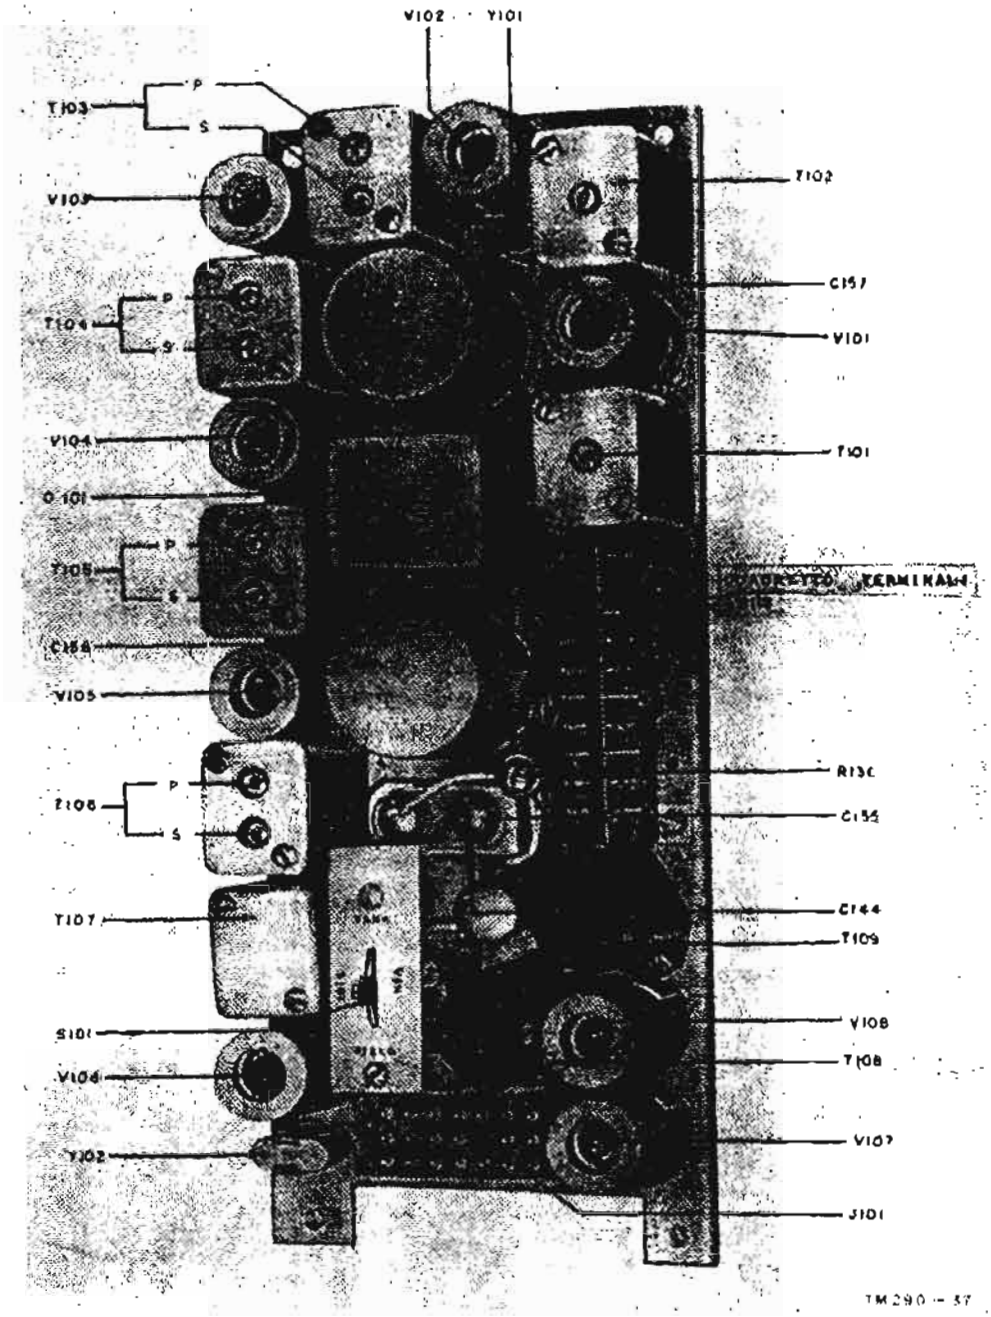
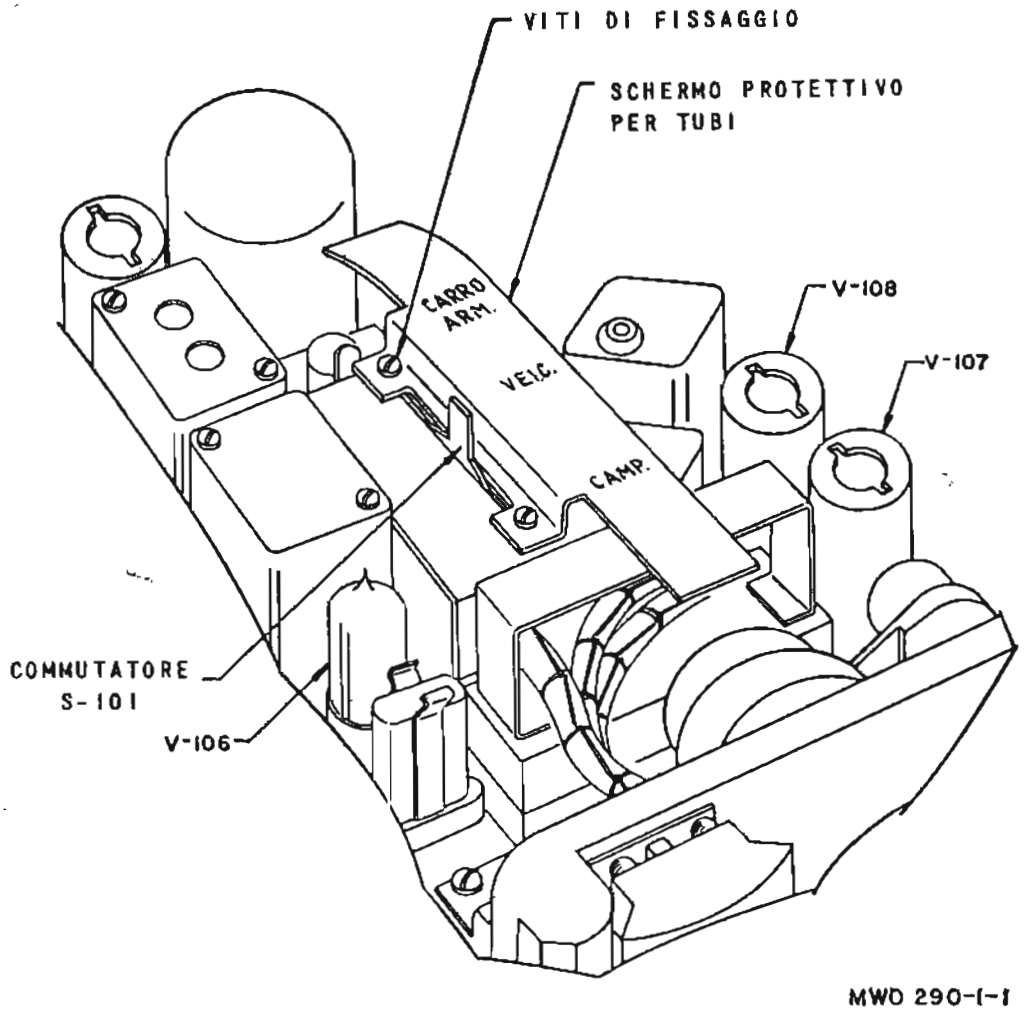

Fig. 43 - Rice-Trasmettitore RT-70(*)/GRC, fiancata dei componenti dello chassis FI.
FIG. 43.1 - Posizione dello schermo protettivo per tubi.
*a. Cofano esterno.* Per rimuovere il cofano esterno, allentare i quattro fermagli ai bordi del pannello frontale. Estrarre con cura il complesso pannello-telaio dal cofano, in modo da evitare che si rompano accidentalmente i tubi V-106, V-107 e V-108 (fig. 43 e 43.1). Se il telaio FI è stato modificato in base al MWO SIG 11-390-1 (par. 11), sui tubi suddetti è stato montato un apposito schermo protettivo (fig. 43.1). Fare attenzione a non danneggiare il cablaggio o qualche componente mentre si rimuove il cofano o mentre si maneggia il complesso pannello-telaio senza il cofano.
*b. Rimozione del telaio FI.* Le figure 43 e 44 presentano rispettivamente una veduta laterale dei componenti e del cablaggio sul telaio FI, procedere come segue:
*k.* Azionare i commutatori sul pannello (figura 1) e sul telaio FI (fig. 43) portandoli in ciascuna delle posizioni, assicurandosi del corretto funzionamento dei loro contatti. Dove i contatti sono accessibili, controllare l'eventuale esistenza di sporcizia, corrosioni o funzionamento non corretto. Il perfetto contatto dei commutatori può essere meglio determinato mediante prove di continuità.